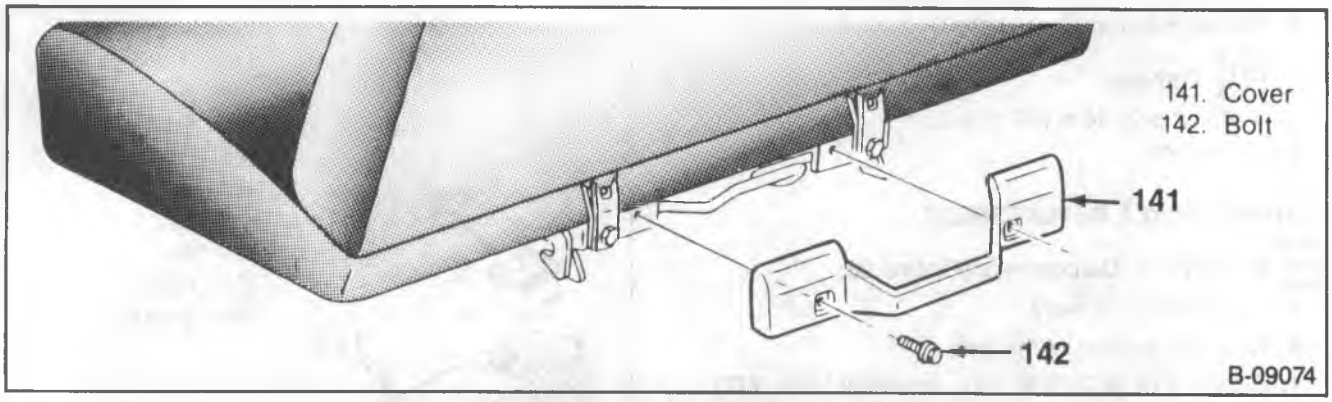

Figure 26—Suburban Rear Seat Latch Cover
1. Rear seat latch cover (141) (figure 26).
2. Seat belts (281 and 282) from latch bolts (283).